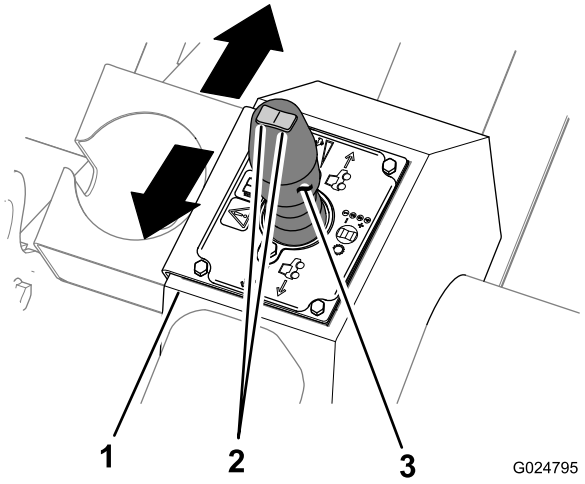

Figura 14
Durante las tareas de zanjeo, arada y perforación, el joystick de tracción se utiliza para modificar la dirección y la velocidad de la máquina (Figura 14). Cuanto más se mueve el joystick en
- Mueva el joystick de tracción hacia adelante para desplazar la máquina hacia adelante (Figura 14).
- Mueva el joystick de tracción hacia atrás para desplazar la máquina hacia atrás (Figura 14).
- Mueva el joystick de tracción a la posición central (punto muerto) para detener la máquina (Figura 14).
El interruptor del selector de marchas está situado en la parte superior del joystick de tracción (Figura 14), y se utiliza para seleccionar la marcha de la transmisión.